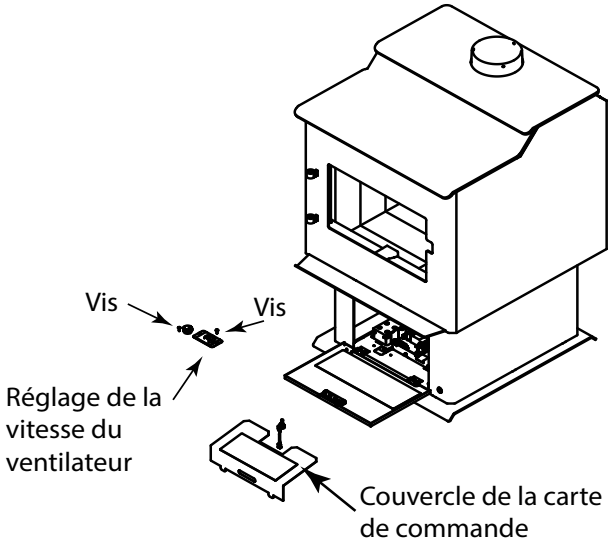

Figure 5.7
11. Pour installer le contrôle du ventilateur, ouvrez la porte d'accès aux commandes sur le piédestal et retirez le couvercle de la carte de commande. **Voir figure 5.7**